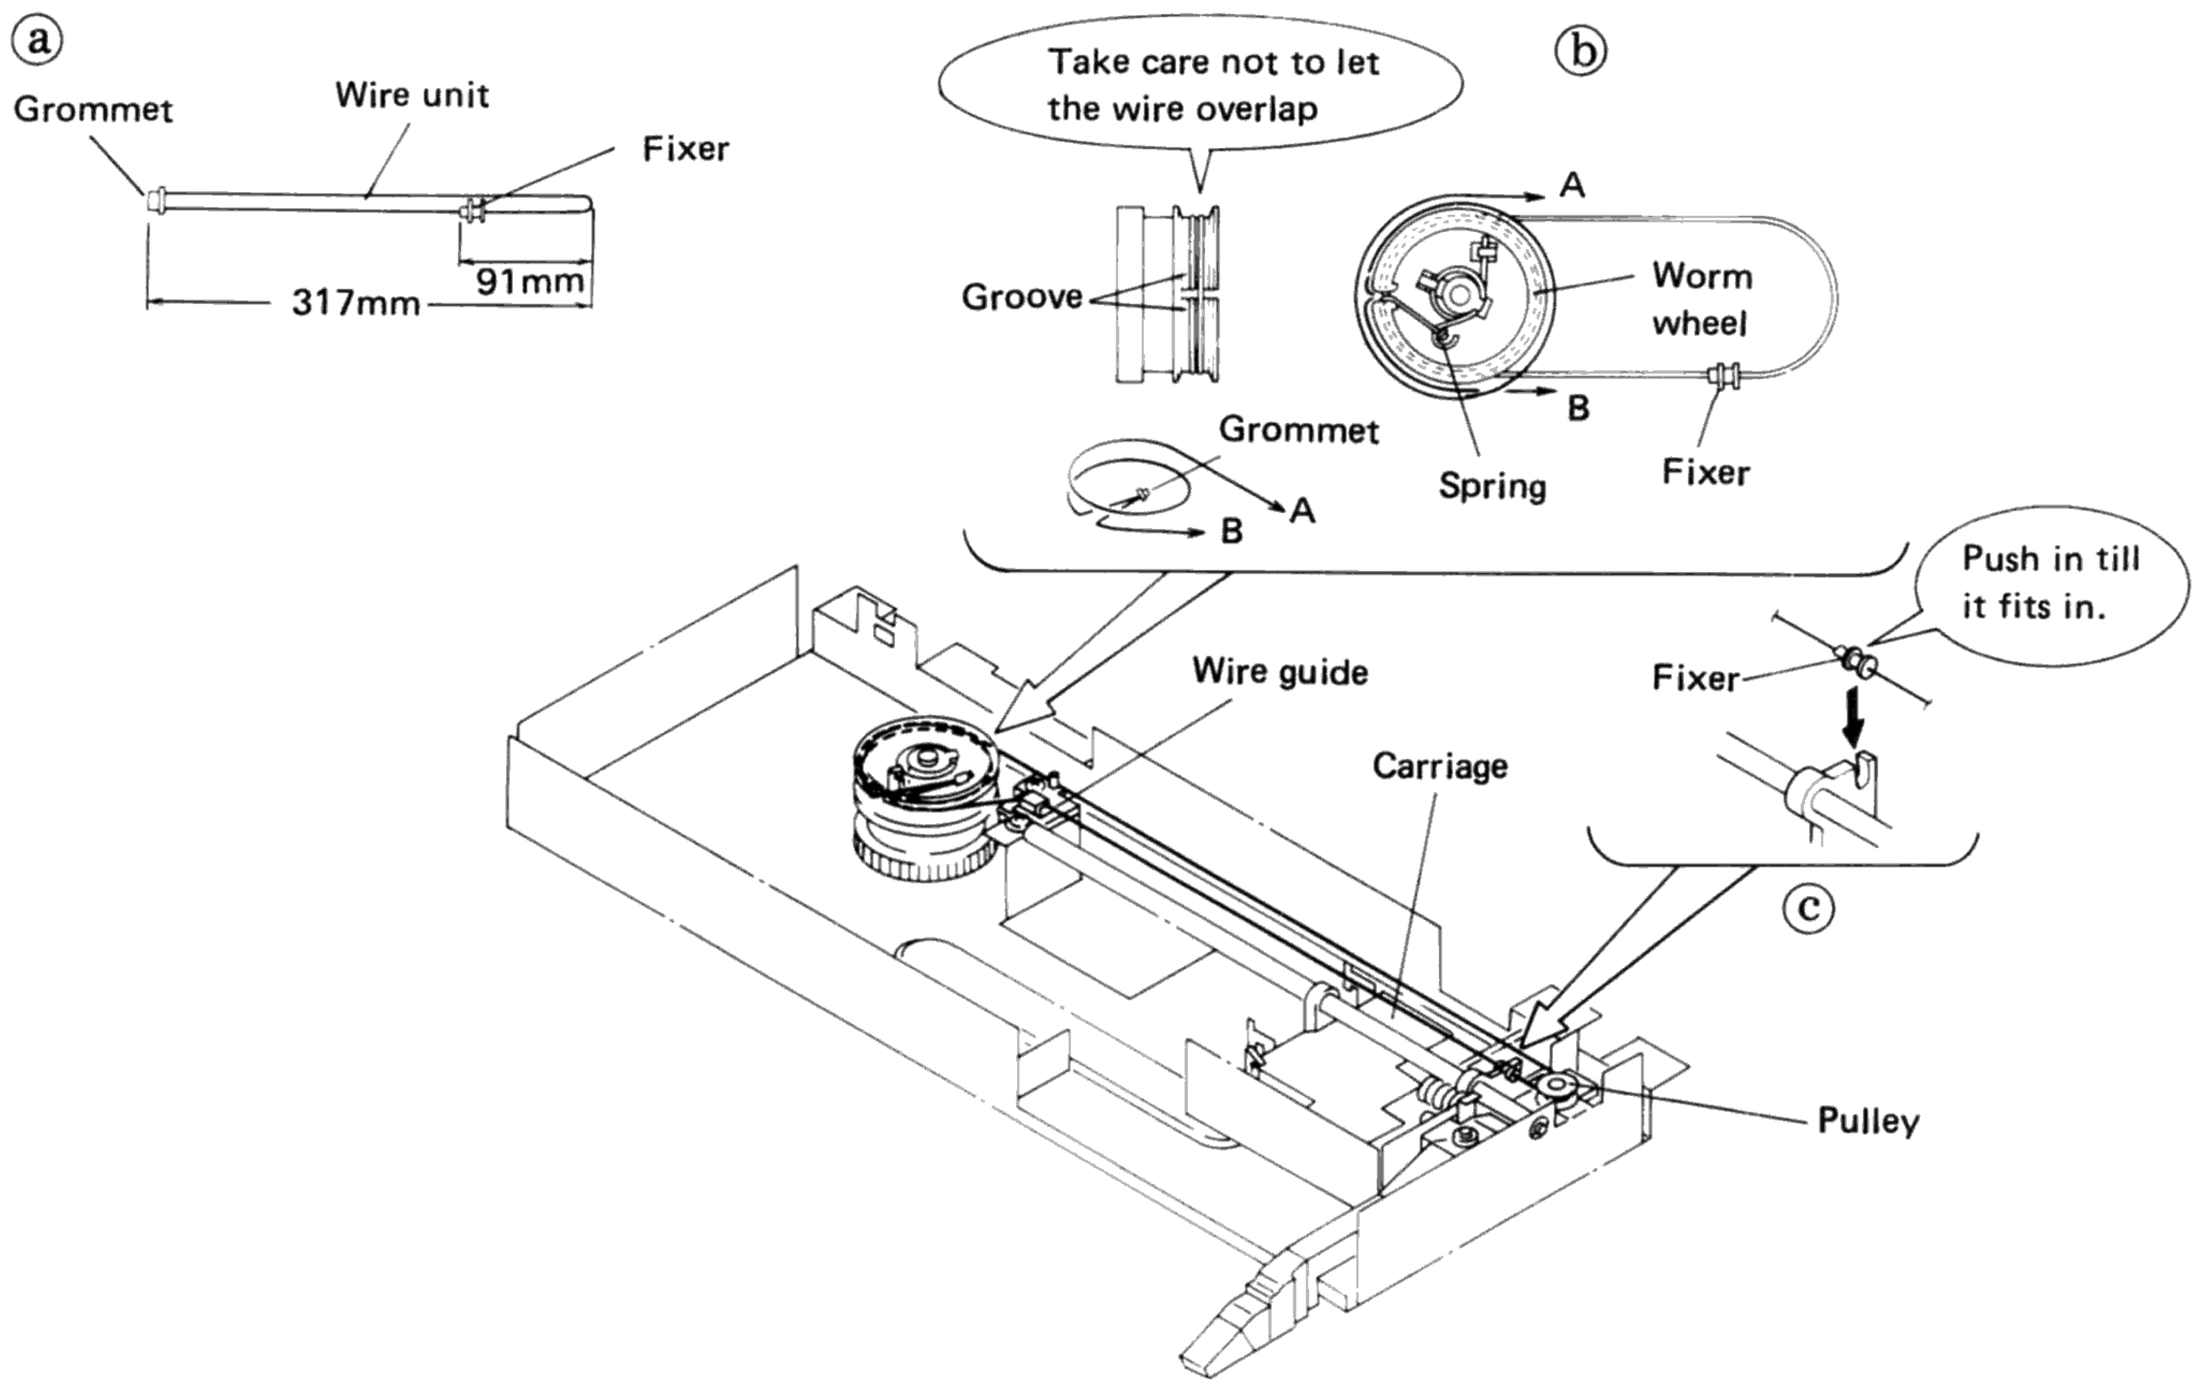

Fig. 6.4 Wire Replacement
1. Adjust the length of the wire unit as shown in Fig. 6.4 ⓐ .
2. Attach the wire unit grommet to the spring of the worm wheel as shown in Fig. 6.4 ⓑ . Then wind the wire onto the worm wheel taking care not to let it get caught in the worm wheel groove. Also be careful not to let the wire overlap.
4. As shown in Fig. 6.4 ⓒ , put the wire around the pulley, and push the fixer into the carriage until it locks with a click.